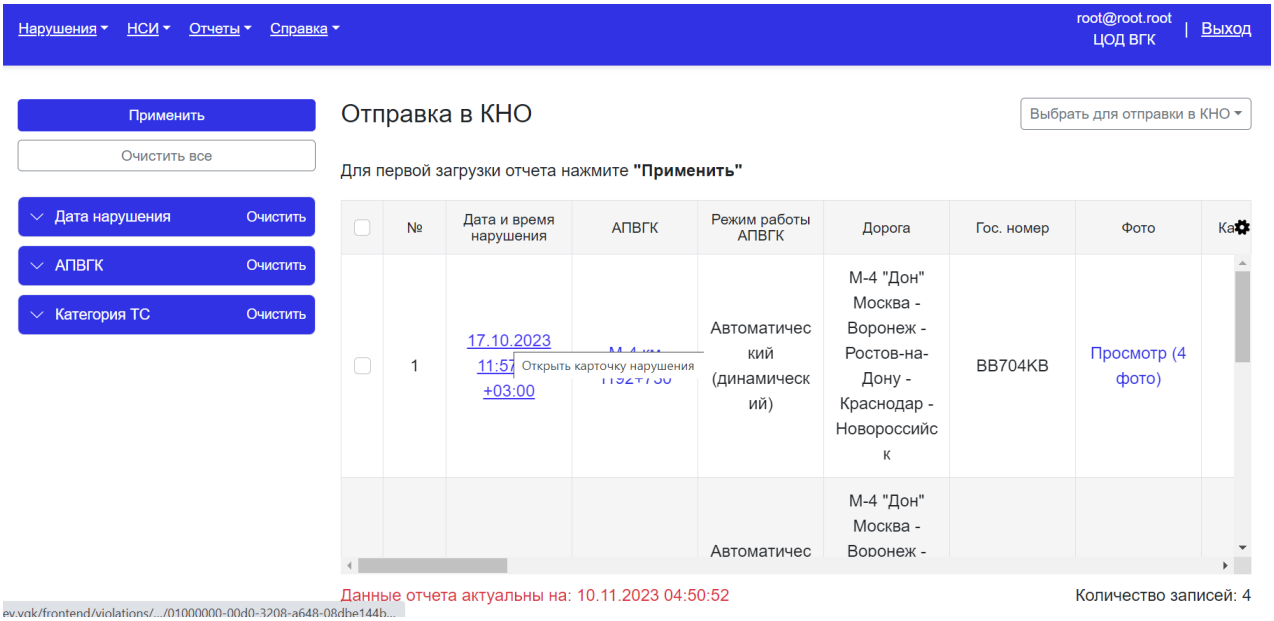

Рисунок 167 - Отчет «Проезды с нарушениями»
3. В списке нарушений «Проезды с нарушениями» нажать на гиперссылку в столбце «Дата и время нарушения» (Рисунок 167);